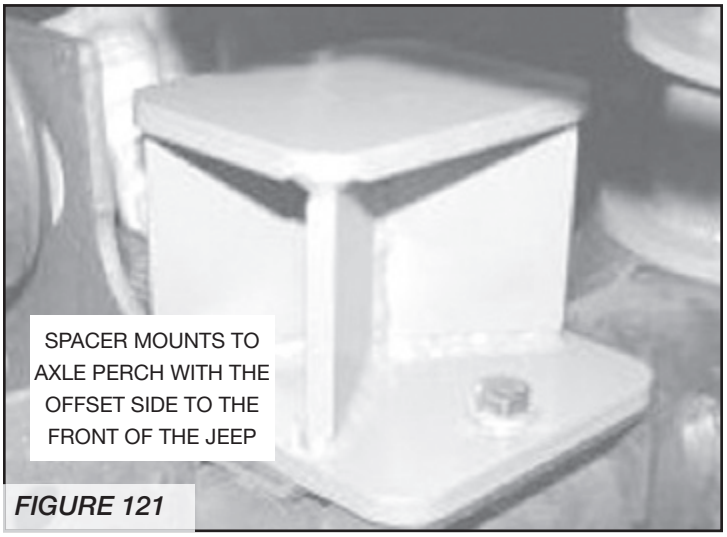

*FIGURE 121*
57. Locate FT50293 Rear Bumpstop Spacer. Position the spacer onto the factory bumpstop pad on the axle and attach with the supplied 5/16" x 1" bolts and hardware (mount the spacer to the axle with the offset of the spacer to the front of the Jeep) **SEE FIGURE 121.**